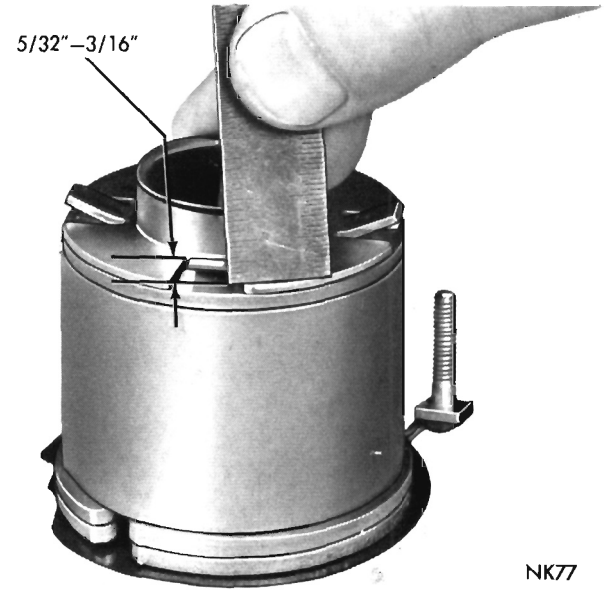

Fig. 19—Checking Height of Solenoid Coil Retainer Tangs
(8) Bend the four (4) Tangs of coil retainer "up" to a measurement of 5/32" to 3/16" above surface of retainer (Fig. 19) to ensure higher compression and a more positive ground.
(9) Install starter solenoid return spring into bore of movable core.